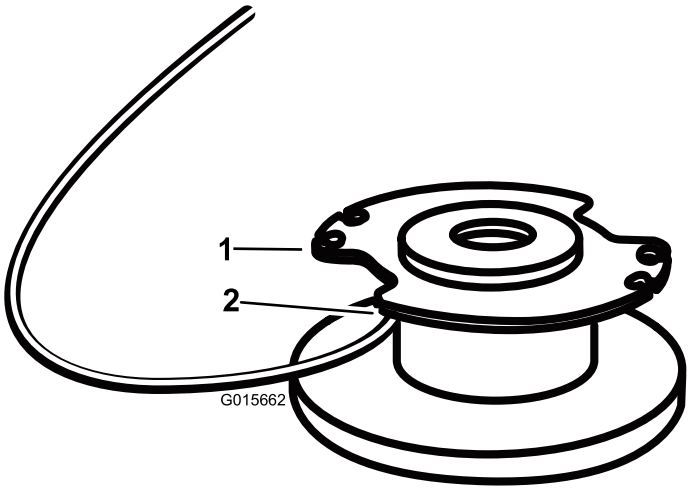

Figure 13
4. Insérez le fil dans le trou d'ancrage en haut de la bobine (Figure 13). Enroulez le fil sur la bobine dans la direction indiquée par les flèches sur la bobine.